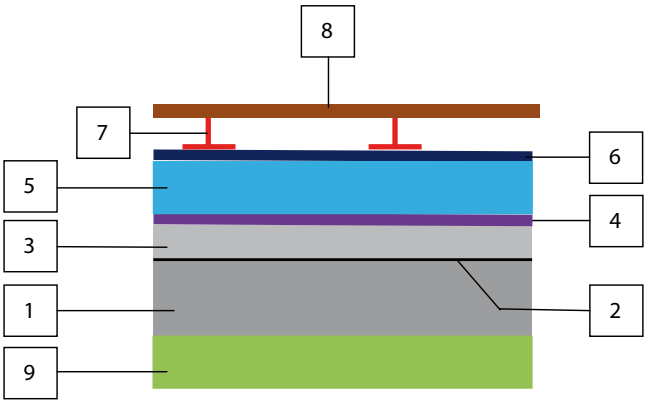
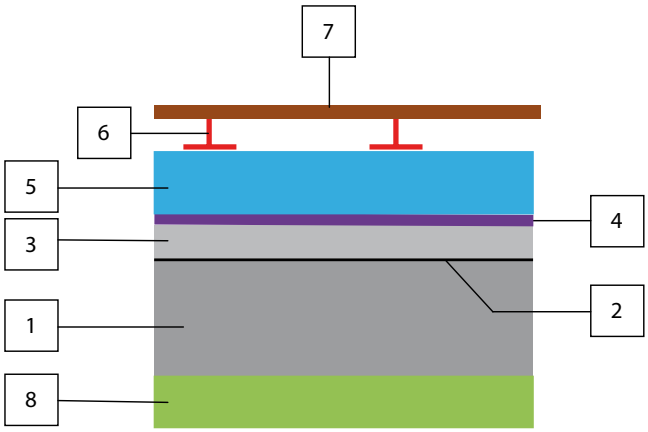

RYS. 4 **Wariant wykonania połaci balkonowej z ociepleniem z obu stron bez jastrychu dociskowego – układ klasyczny;** *rys.: autor*
RYS. 5 **Wariant wykonania połaci balkonowej z ociepleniem z obu stron bez jastrychu dociskowego – układ odwrócony;** *rys.: autor*
- czwarty przypadek z termoizolacją bezpośrednio pod hydroizolacją (układ klasyczny – **RYS. 4** oraz układ odwrócony – **RYS. 5**) także może być stosowany w układach tarasowych i zostanie omówiony w dalszych częściach cyklu.
Cechą charakterystyczną układu na podstawkach jest punktowe obciążenie hydroizolacji. Dla balkonów z płytkami posadzka stanowiła bardzo dobre zabezpieczenie izolacji podpłytkowej – do tego podłożem pod nią był jastrych dociskowy lub płyta konstrukcyjna. Układ drenażowy z warstwą użytkową na podstawkach dystansowych generuje zupełnie inne obciążenia. Oczywiście mamy do czynienia z wodą i termiką, jednak znaczną rolę zaczyna odgrywać obciążenie mechaniczne. Dla tarasów jednym z głównych zarzutów podnoszonych przez przeciwników układów wentylowanych na podstawkach jest fakt, że są one podatne na „nierównomierne osiadanie" albo „uginanie powierzchni". Takie sytuacje oczywiście się zdarzają, lecz ich przyczyna jest zupełnie inna i dotyczy tylko jednego wariantu (**RYS. 4–5**) – lekceważenie praw fizyki przez projektantów i/lub wykonawców oraz, jak zwykle, koszty. Na balkonach takiego zjawiska nie będzie, jednakże świadczy to o obciążeniach oddziaływujących na hydroizolację.